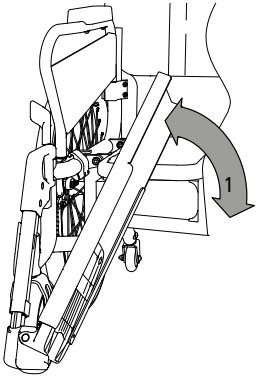

fig. 26
1. La palette monbloc , selon son côté de montage, être basculée vers la gauche ou la droite, vers le haut ou vers le bas (1, fig. 26).